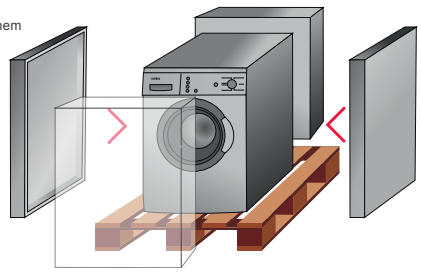

rys. 6
- Rogi i górna część palety powinny być dodatkowo usztywnione **(rys. 6)**.